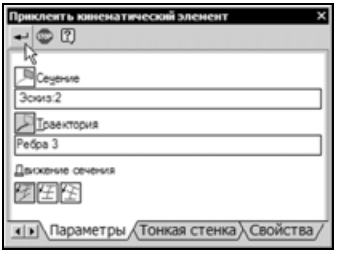

Рис. 6.58
- Затем нужно определить его траекторию. В дереве построения укажите элемент **Эскиз:3** и нажмите кнопку **Создать объект** (рис. 6.58).